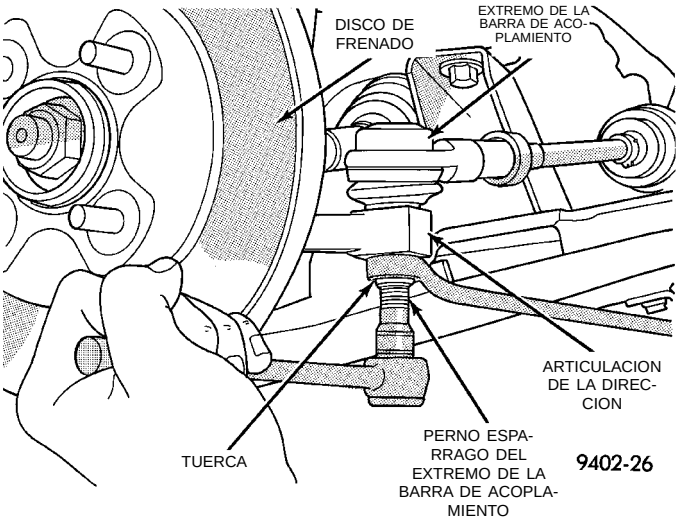
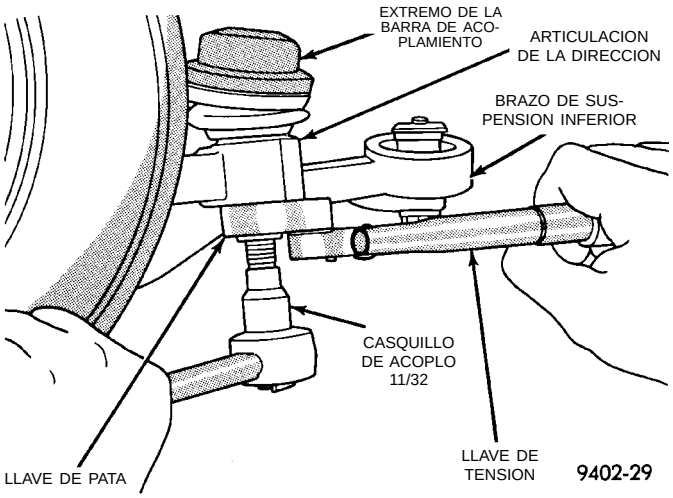

Fig. 20 Tuerca de fijación del extremo de la barra de acoplamiento
Fig. 26 Torsión de la tuerca de fijación del extremo de la barra de acoplamiento
(9) Retire la tuerca que fija el extremo de la barra de acoplamiento externa a la articulación de la dirección (Fig. 20). **La tuerca debe retirarse del extremo de la barra de acoplamiento de la siguiente manera: Sostenga el perno espárrago del extremo de la barra de acoplamiento con un casquillo de acoplo 11/32 mientras afloja y retira la tuerca con la llave.**
(5) Instale el extremo de la barra de acoplamiento en la articulación de la dirección. Comience a ajustar la tuerca de fijación del extremo de la barra de acoplamiento a la articulación de la dirección en el perno espárrago del extremo de la barra de acoplamiento. Mientras mantiene inmovilizado el perno espárrago de la barra de acoplamiento, apriete la tuerca de fijación del extremo de la barra de acoplamiento a la articulación de la dirección (Fig. 20). Después con una llave de pata y un casquillo de acoplo 11/32 (Fig. 26), apriete la tuerca de fijación del extremo de la barra de acoplamiento con una torsión de 55 N·m (40 lbs. pie).